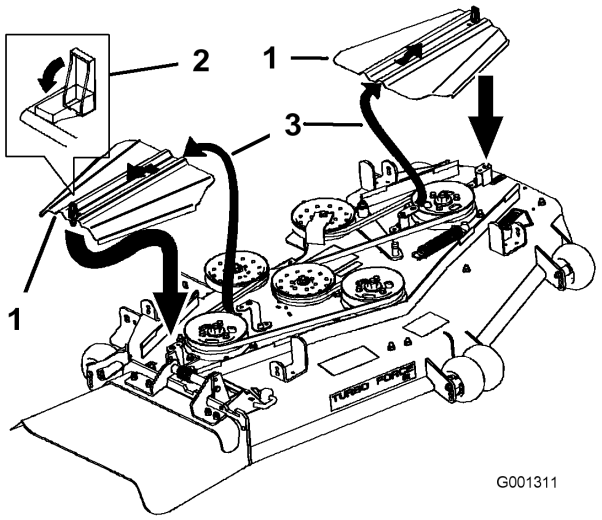

Figure 54
3. Retirez les couvercles de courroie (Figure 54).
9. Posez les couvercles en les insérant dans la languette, vissez les boulons en place et fermez les fixations (Figure 54).